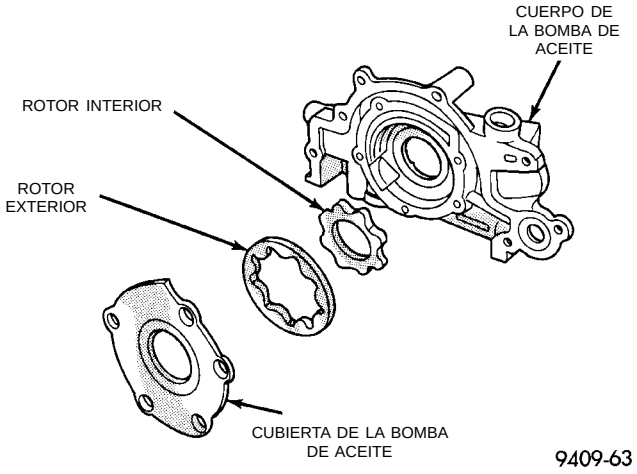

Fig. 86 Bomba de aceite
(4) Retire los tornillos de la cubierta de la bomba de aceite y levante la tapa.
(5) Retire los rotores de la bomba.
(6) Lave todas las piezas con un solvente adecuado e inspeccione con detenimiento si existen averías o desgaste (Fig. 86).